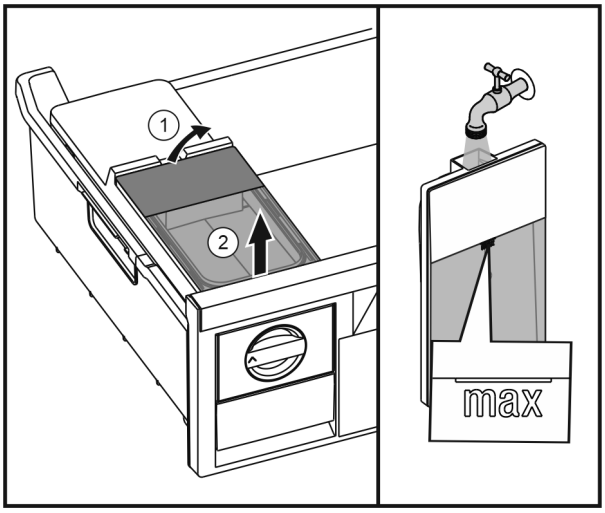

Fig. 45
▶ Lift up the water tank at the rear *Fig. 45 (1)* and take it out upwards *Fig. 45 (2)*.